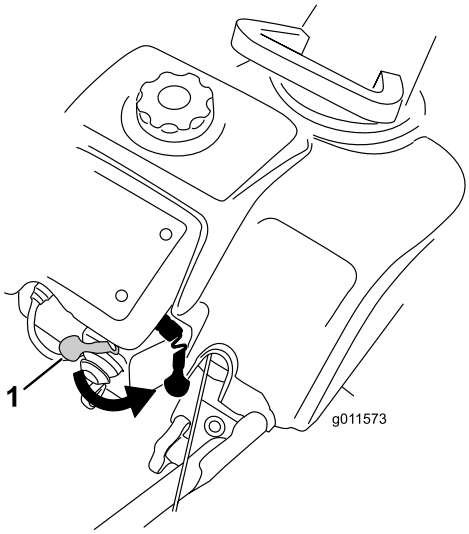
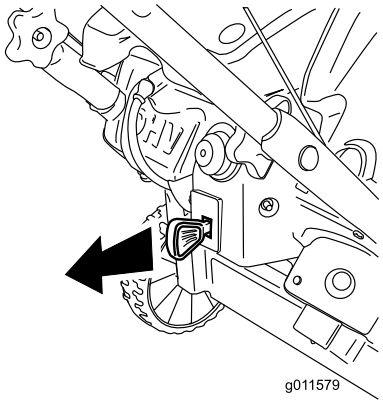

**Rysunek 16**
**Rysunek 22**
2. Przesuń dźwignię ssania całkowicie w prawo (Rysunek 16).
Aby zatrzymać silnik, wysuwaj kluczyk zapłonu, aż zablokuje się w pozycji Off (Rysunek 22) lub przesuń dźwignię ssania całkowicie w prawo (Rysunek 16).